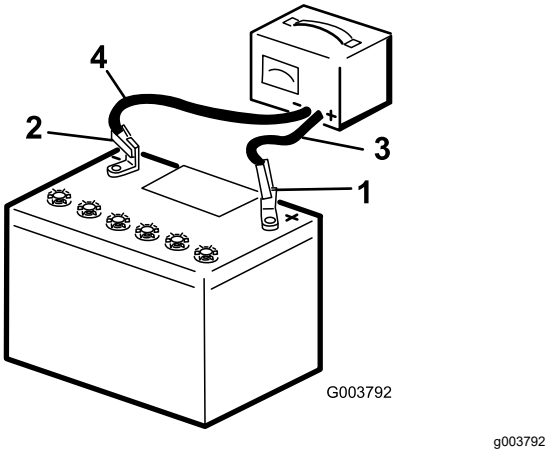

Figuur 34
2. Laad de accu 10 tot 15 minuten op bij 25 tot 30 A of 30 minuten bij 4 tot 6 A (Figuur 34). De accu niet te ver opladen.
3. Zodra de accu volledig is opgeladen, haalt u de acculader uit het stopcontact en maakt u vervolgens de oplaadkabels los van de accuklemmen (Figuur 34).
1. Gebruik de eerder verwijderde bevestigingsmiddelen om de pluskabel (rood) op de pluspool (+) van de accu aan te sluiten (Figuur 34).
3. Gebruik de eerder verwijderde bevestigingsmiddelen om de minkabel (zwart) op de minpool (–) van de accu aan te sluiten (Figuur 34).
4. Bevestig de accu met de balk en vleugelmoeren (Figuur 34).